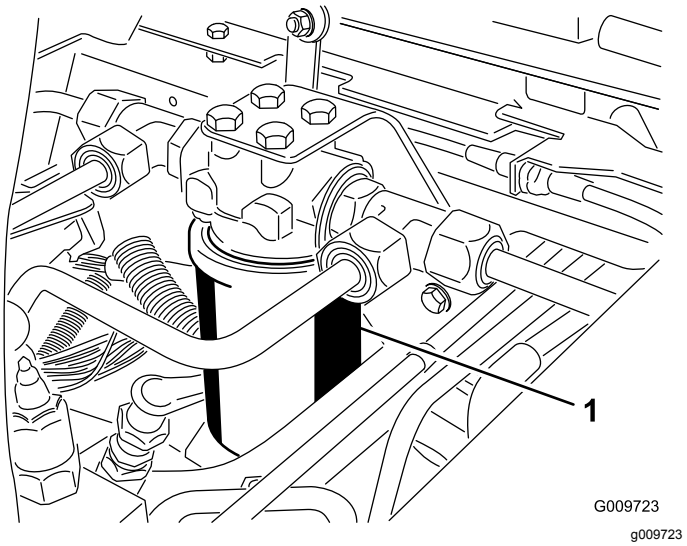
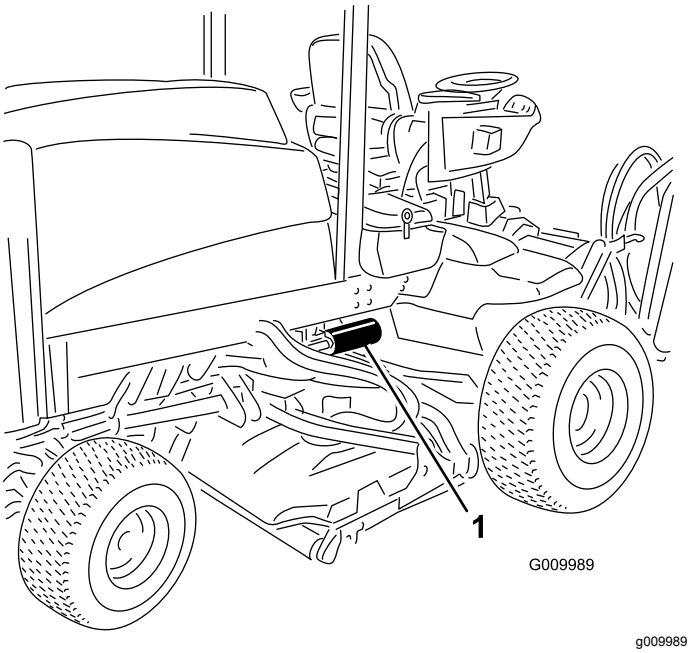

Figur 82
Figur 83
2. Rengjør området rundt der filteret skal festes. Plasser et tappefat under filteret, og ta ut filteret (Figur 82 og Figur 83).